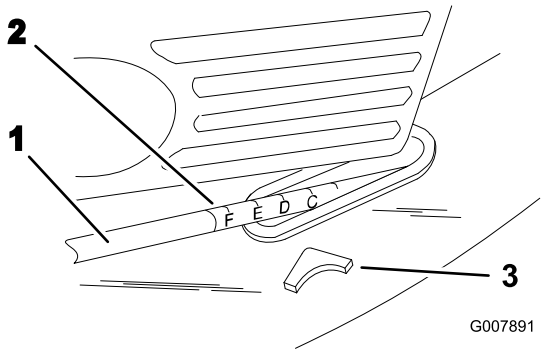

Figur 18
5. Løft håndtaget op, eller tryk det ned, og brug pilen og indstillingen af klippehøjden på forbindelsesstangen til at indstille plæneklipperen til den ønskede klippehøjde (Figur 18).